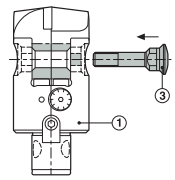
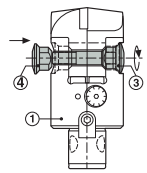

Fig. 3
Fig. 4
Insert central screw (3) and nut (4), ensuring that their clamping flats match the head flats (Fig. 3 and Fig. 4).